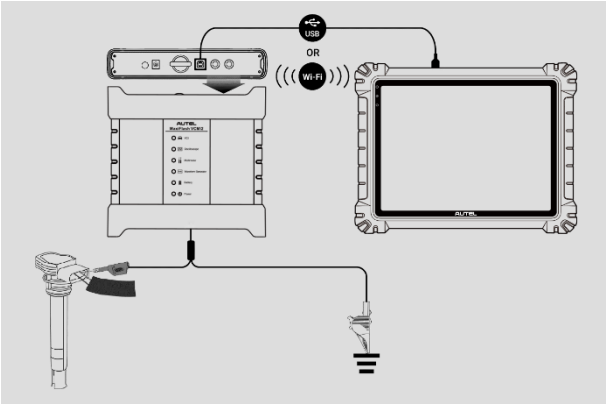

Abbildung 9-1 ***Anschlussdiagramm***
1. Stecken Sie die entsprechenden Messleitungs- oder Sondenanschlussenden in den/die Eingangskanal(e), um die Verbindung herzustellen. (Siehe *Abbildung 9-1 Anschlussdiagramm*.)